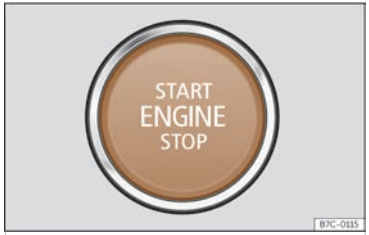

Fig. 121 Starter button
When entering the vehicle, the start button ››› Fig. 121 flashes to draw attention to it.
- Press the start button ››› **Fig. 121** without pressing the accelerator. There must be a valid key in the vehicle for the engine to start.
- Briefly press the start button ››› Fig. 121.